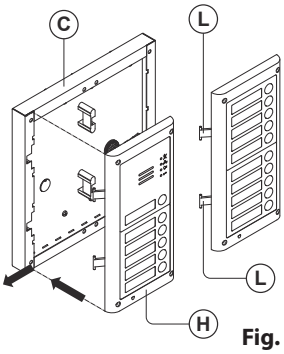
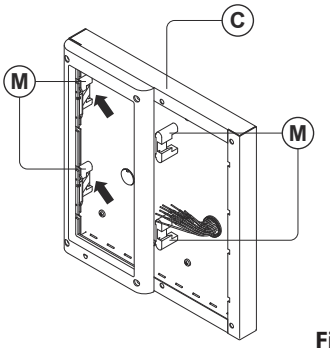

Fig. 68
Fig. 69
5. When you have more than one support frame, hook the support frame to the surface box starting from the left. For convenience we will describe how to attach the left frame but the same procedure must be carried out for the right frame. As shown in **Fig.68,** hook the module support frame Ⓗ (complete with modules) to the surface box Ⓒ moving the frame as suggested from the pointers. Ensure that the pivots Ⓛ **(Fig.68)** go inside the relevant hinge housing Ⓜ as shown in **Fig.69**;